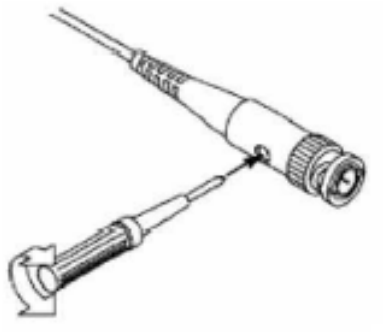

Fig. 8 Adjust Probe
2. Check the displayed waveforms and regulate the probe till a correct compensation is achieved (see **Fig. 7** and **Fig. 8**).